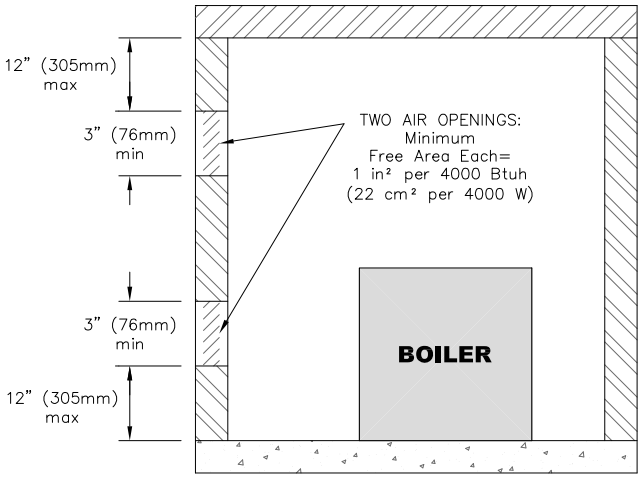
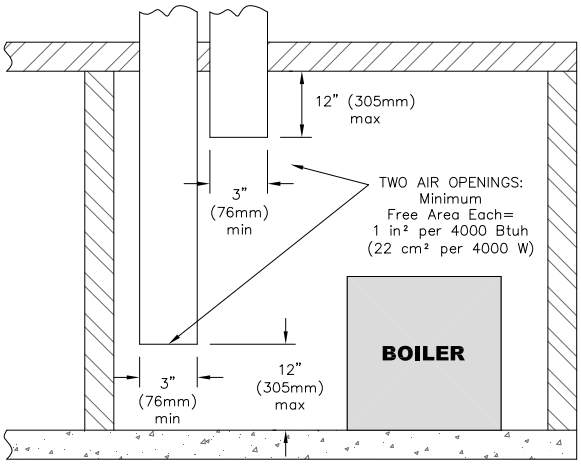

Figure 1.3: Air Openings – All Air Directly from Outdoors
Figure 1.4: Air Openings – All Air from Outdoors through Vertical Ducts
i. Where communicating directly or through vertical ducts with the outdoors each opening shall have a minimum free area of 1 in^2 per 4000 Btu/hr (22 cm^2 per 4000 W) of total input rating for all equipment in the space. See Figure 1.3 for openings directly communicating with the outdoors or Figure 1.4 for openings connected by ducts to the outdoors.